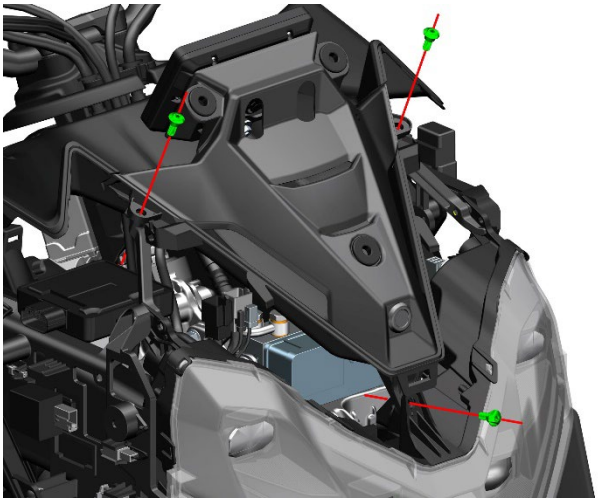

图 1
a. 用 T25 梅花扳手拆下 3 颗螺栓，拔下仪表线和固定线扣后取下仪表支架。（图 1）